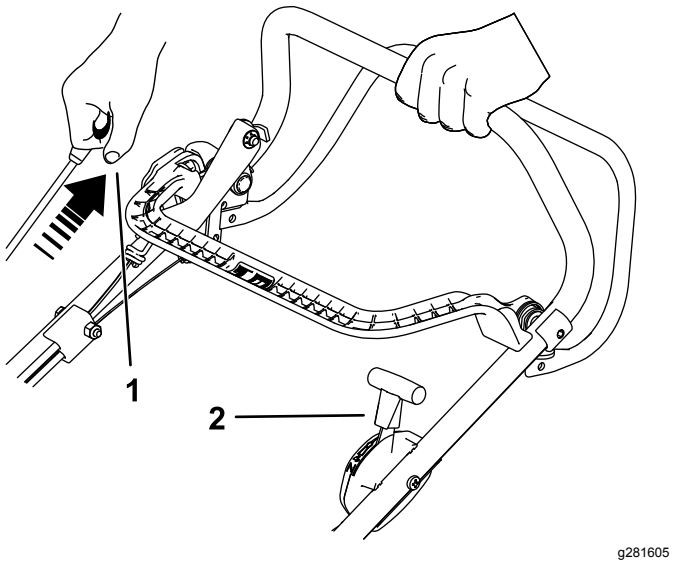

Figur 14
2. Dra i startsnörehandtaget tills du känner ett motstånd och dra sedan kraftigt för att starta. När motorn startar flyttar du långsamt tillbaka gasreglaget till det SNABBA LÄGET om choken har aktiverats (Figur 14).